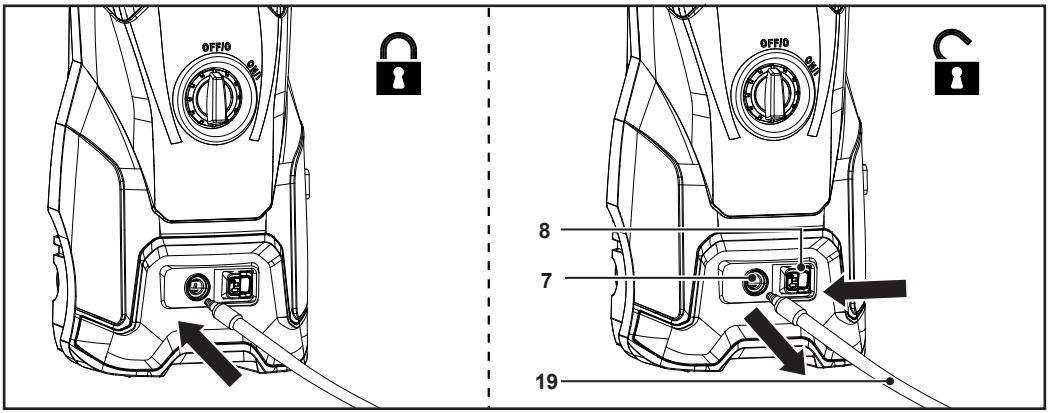

Fig. 5
1. To connect, insert the pressure hose (19) into the water outlet (7). The pressure hose audibly locks into place (Fig. 5).
2. To detach, slide the sliding button (8) towards the water outlet (7) (Fig. 5). At the same time, pull out the pressure hose (19) from the water outlet (Fig. 5).